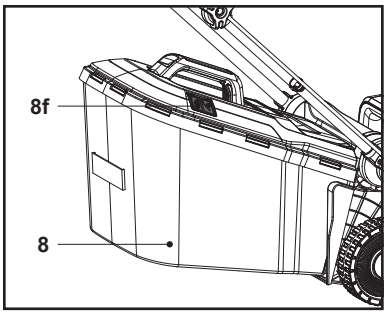

Fig. 11
2. Când trapa (8f) este închisă, colectorul de iarbă (8) este plin și trebuie golit (fig. 11).